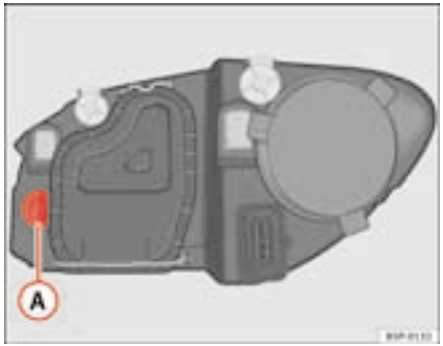

Fig. 178 Turn signal lamps
– Rotate the lamp holder ⇒ fig. 178 (A) to the left and pull.